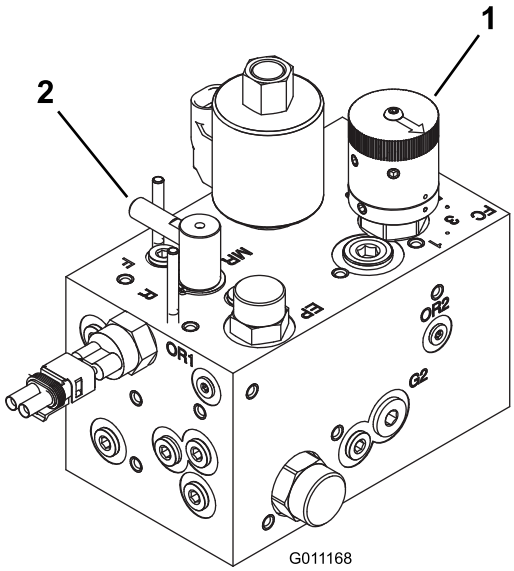

Figuur 75
3. Zet de wethendel in de stand R. Draai de toerenregelaar van de messenkooien naar stand 1 (Figuur 75).